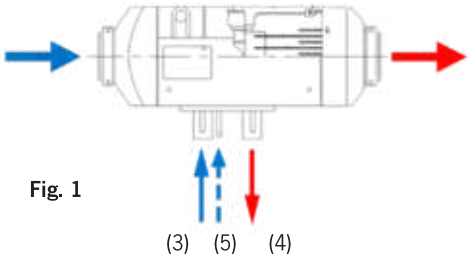
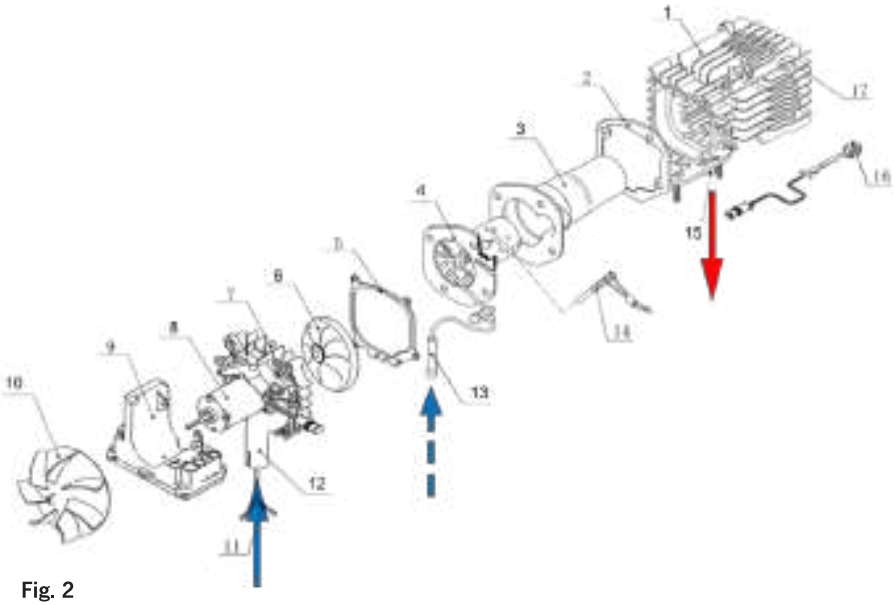

Fig. 1
Fig. 2
Ce four se compose d'un brûleur [page 12 Fig. 2 (4)] et d'une chambre de combustion [page 12 Fig. 2 (3)] qui sont situés à l'intérieur d'un échangeur de chaleur [page 12 Fig. 2 (1)]
L'air froid est aspiré dans ce passage par la turbine [Fig. 1 (1)] [Page 12 Fig. 2 (10)]. Après avoir traversé l'échangeur de chaleur, l'air chaud est expulsé [Fig. 1 (2)].
Pour le processus de combustion, l'appareil doit être alimenté en combustible et en air frais. Le combustible entre dans le brûleur par l'entrée du tuyau de combustible [Fig. 1 (5)] [Page 80 Fig. 2 (13)] et est allumé par la bougie de préchauffage [Page 12 Fig. 2 (14)] après sa pulvérisation. La flamme pénètre dans l'espace entre les parois du brûleur [page 12 fig. 2 (4)] et la chambre de combustion [page 12 fig. 2 (3)] à l'arrière du brûleur.
L'alimentation en air de combustion est assurée par la prise d'air [Fig. 1 (3)] [Page 12 Fig. 2 (12)]. Le ventilateur de soufflage intérieur [Page 12 Fig. 2 (6/8)] pousse l'air dans le brûleur. Après la combustion du mélange d'air et de combustible vaporisé, les gaz d'échappement sont évacués par la tubulure des gaz d'échappement [Fig. 1 (4)] [Page 12 Fig. 2 (15)].
Le contrôleur [Page 12 Fig. 2 (9)] est situé dans la partie antérieure de l'appareil de chauffage, derrière la roue du ventilateur d'air de chauffage. Ses principales tâches consistent à collecter toutes les données de l'appareil de chauffage (par exemple, les capteurs de température, le circuit d'entraînement, la fréquence, la vitesse de rotation, la tension, et plus encore). Sur la base de ces données, le contrôleur automatise le processus de chauffage, la surveillance du système et le traitement des dysfonctionnements du système.
Le capteur de surchauffe [Page 1 Fig.3 (X3)] est installé sur la paroi extérieure arrière de l'échangeur de chaleur [Page 12 Fig. 2 (16)]. Si la température de l'aluminium dépasse une limite supérieure définie, le circuit de la pompe à carburant est coupé par le contrôleur et l'alimentation en carburant est immédiatement interrompue. Ensuite, pour des raisons de protection contre la surchauffe, l'appareil de chauffage est éteint.